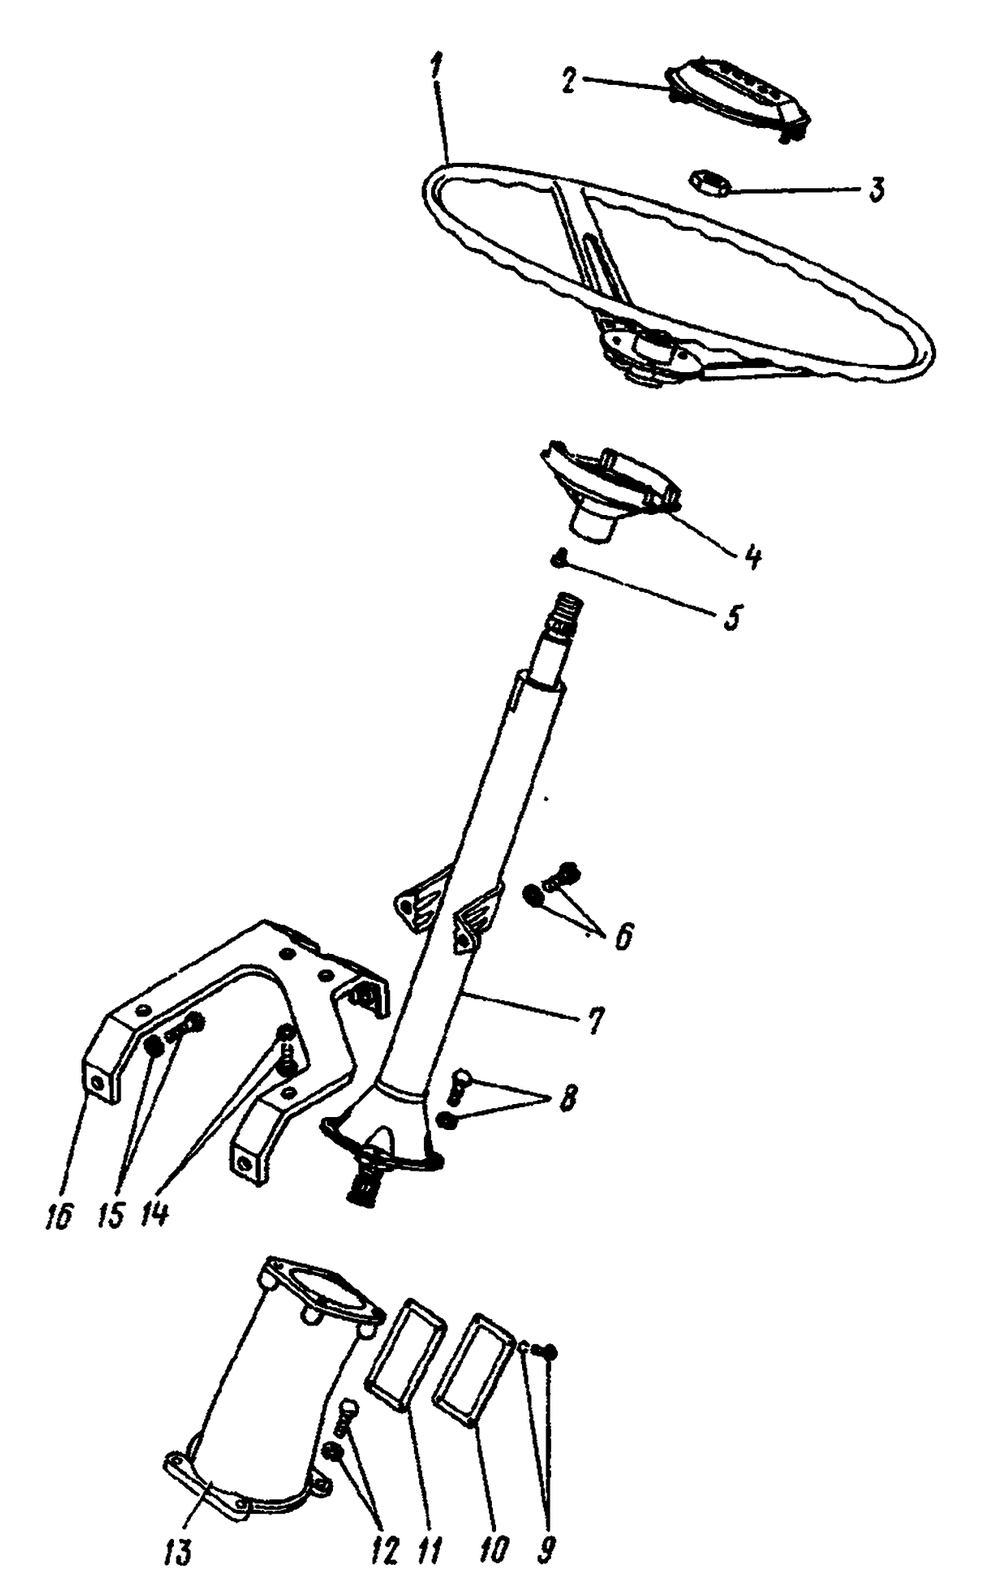

Рис. 60. Установка рулевой колонки:
1. Выверните винты крышки *10* (рис. 60) фланца *13* крепления рулевой колонки и снимите крышку	Отвертка
3. Снимите декоративную крышку *2* (см. рис. 60) рулевого колеса *1*	Отвертка